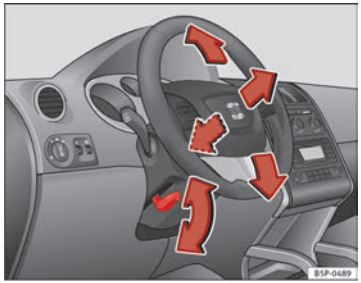

Fig. 132 Adjusting the steering wheel position
– Push the lever under the steering column ⇒ Fig. 132 down ⇒ ⚠.